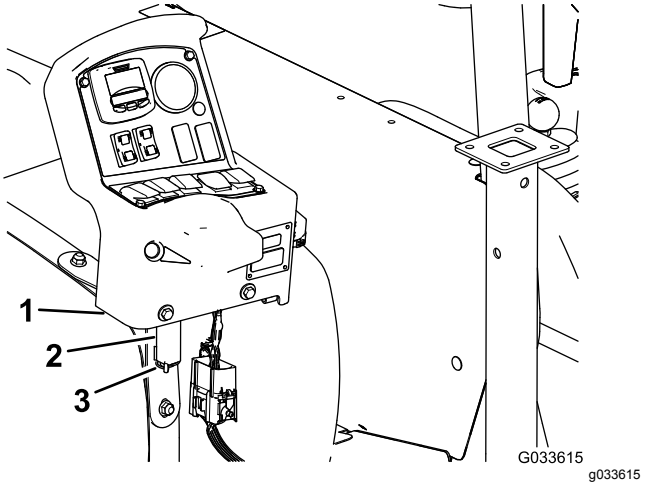

Figur 117
7. Fjern konsollen fra konsollmonteringsbraketten ved dashbordet på maskinen, og rett inn svingbolten på kontrollkonsollen med lagringsbraketten på den fremre tankstroppen (Figur 117). Se 9 Montere kontrollkonsollen i maskinen (side 22).
8. Monter konsollen på braketten og fest svingbolten til braketten med hårnålen (Figur 117).